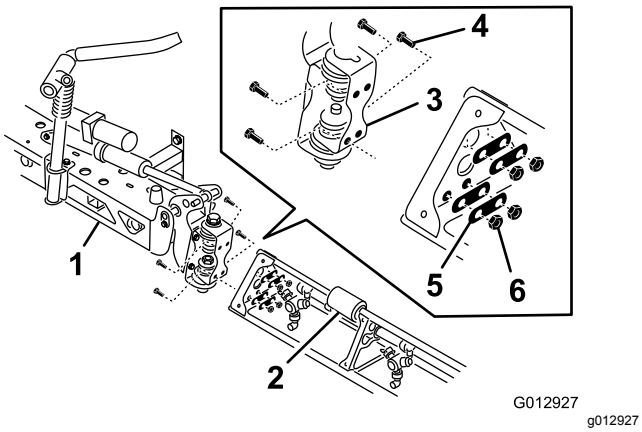

Figur 22
7. Montera sprutrampsförlängningen på centersprutrampen vid gångjärnsplattan med de fyra skruvarna, brickorna och muttrarna som du tog bort i steg 6 enligt Figur 22.